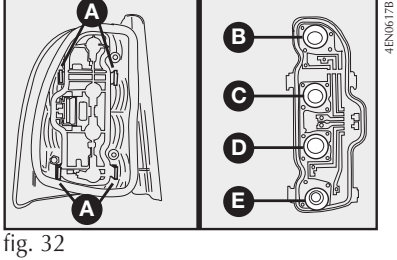

fig. 32
4) pressionar levemente as orelhas **A-fig. 32** de bloqueio do soquete e retirá-lo da lente da lanterna;